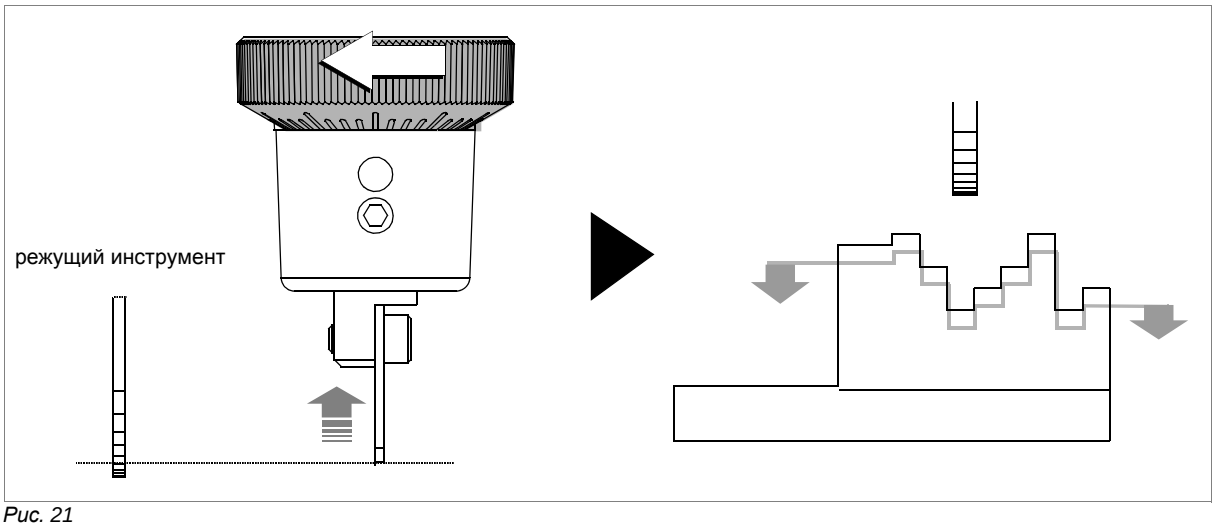

Рис. 21
- поворачивайте круговую гайку (N1) против часовой стрелки для перемещения копира в обратном направлении (рис. 21).